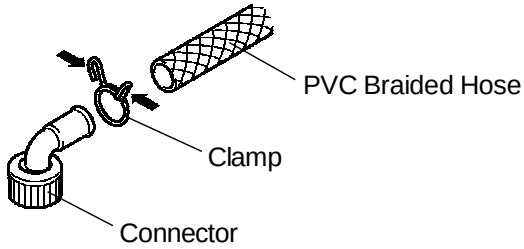

Fig. 5
2) Attach the PVC Braided Hose to the Connector with the Clamp. See Fig. 5.